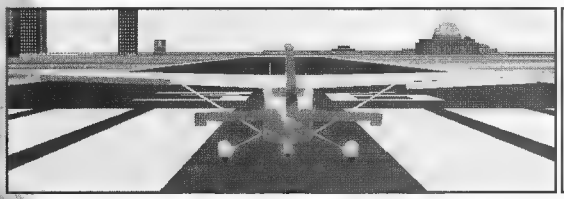

Figure 1.11: If your control surfaces reach maximum deflection before your controller does, adjust the Sensitivities for the offending axis.
3. Use the keypad keys (with Num Lock on) to track the camera view to the rear of the aircraft (Figure 1.11).